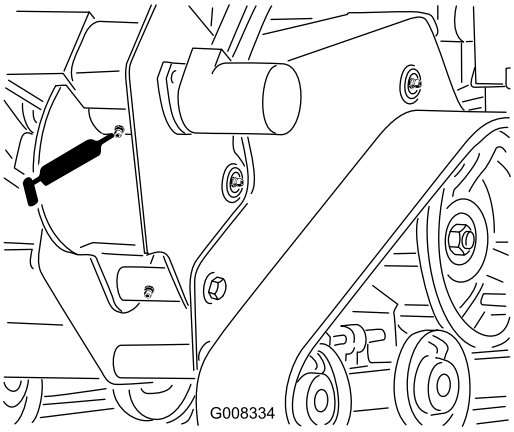

Figur 32
2. Rengör smörjnipplarna på dikesgrävarens kåpan med en trasa och anslut en smörjpistol (Figur 32).